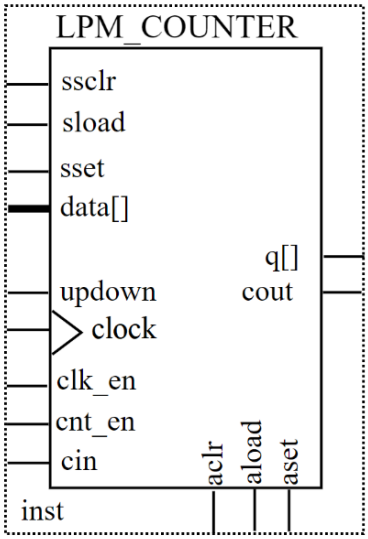

Figure 2: LPM_COUNTER Ports
- The Quartus **LPM_COUNTER IP** core is a binary counter that can be used to generate up and down counters with outputs of up to 256 bits wide. Figure 2 shows the ports (interface points) for the LPM_COUNTER IP core. The counter can be configured following the same steps used to configure the other IP Catalog library components we used in the previous lab.